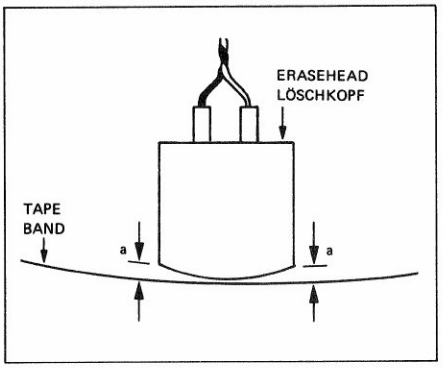

Fig. 10.3
- Von oben senkrecht auf den Löschkopf herab blicken und diesen durch Drehen so einstellen, dass die Abstände beider Kopfkanten zum Band gleich gross sind (siehe Fig. 10.3).
- Watch the erase head from top vertical position and turn the erase head, until both distances from head edge to the tape are similar (see fig. 10.3).